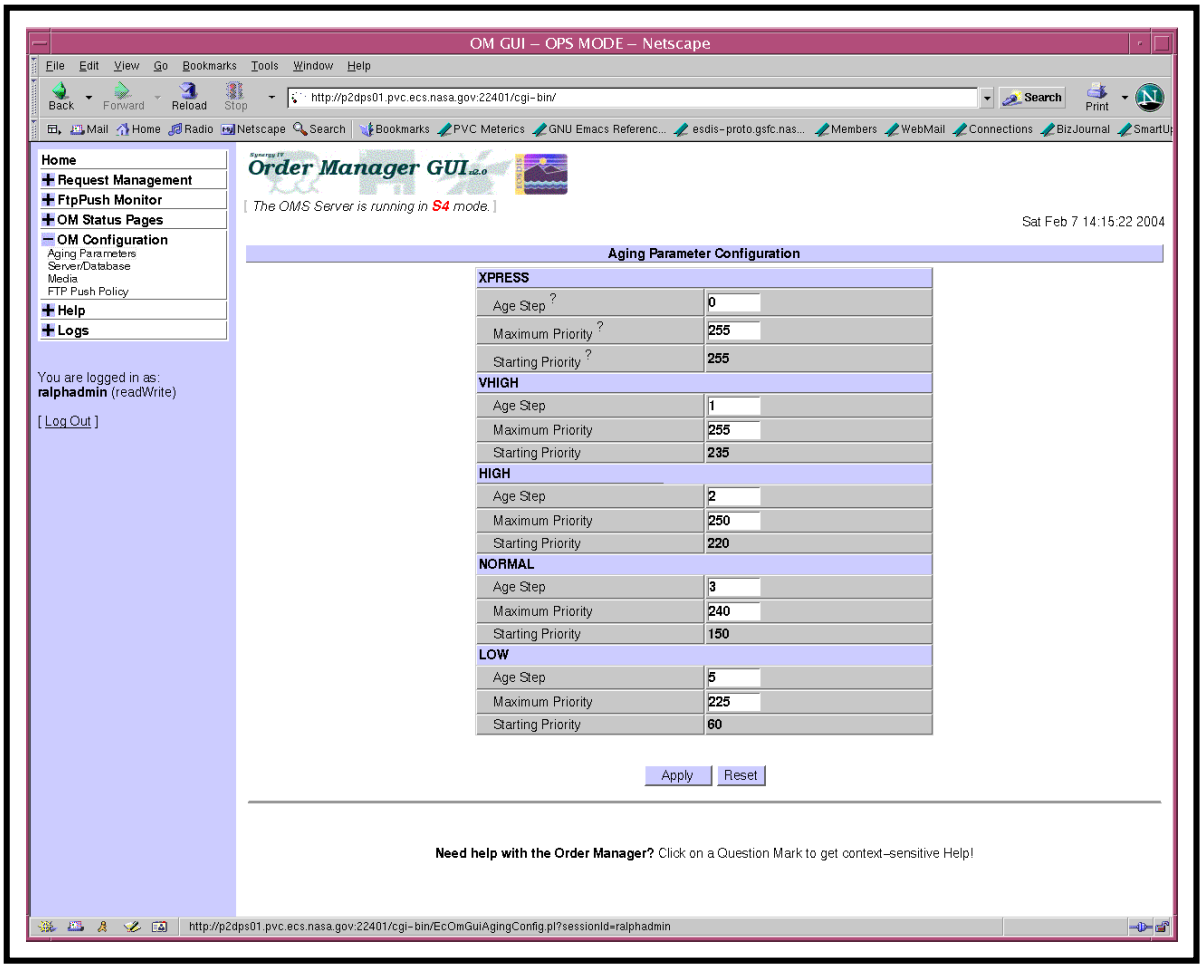

Figure 53. Aging Parameters Page
The **Aging Parameters** page (Figure 53) provides the full-capability operator with a means of checking and modifying aging parameters. The limited-capability operator can check but is not allowed to change any aging parameters.
2 If the **Aging Parameters** page (Figure 53) is not already being displayed, click on the **Aging Parameters** link in the navigation frame of the **OM GUI**.
- The **Aging Parameters** page (Figure 53) is displayed.